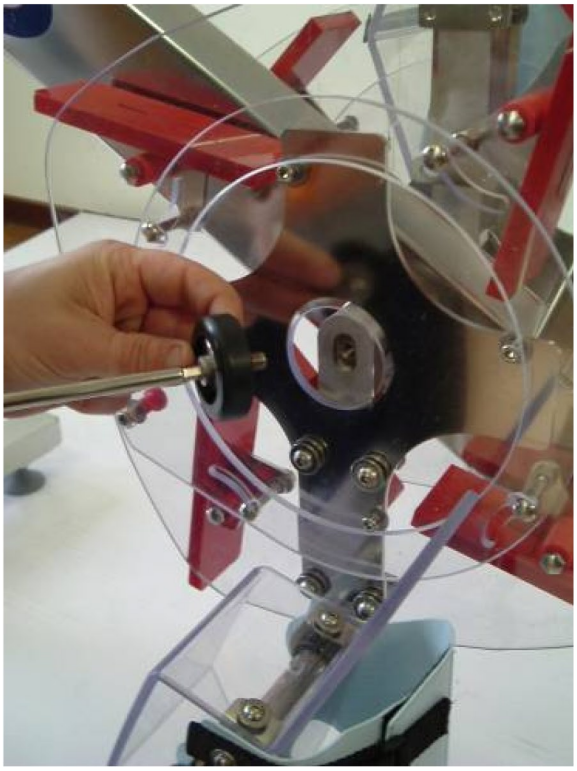

Abb. 4
(3) Den zuvor vom zentralen Antriebsmechanismus abgenommenen Block Schraube – Inoxscheibe – Nylonscheibe wieder aufschrauben **(Abb. 4)**;